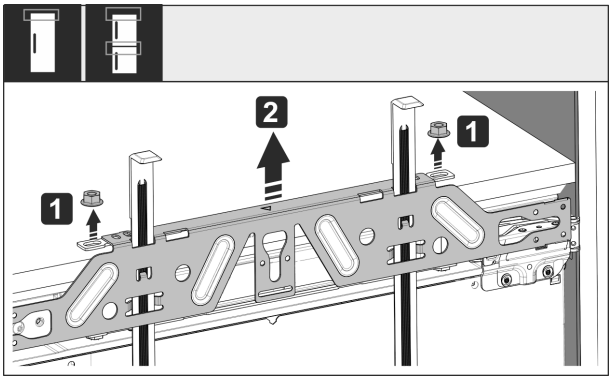

Fig. 52
▶ Desserrer les contre-écrous *Fig. 52 (1)*.
▶ Retirer la traverse de fixation *Fig. 52 (2)*.